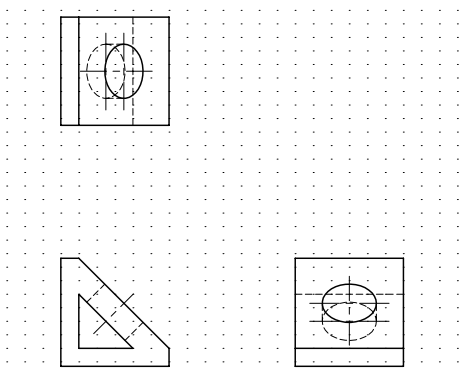
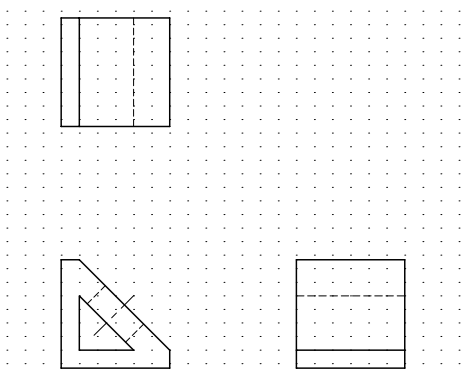

Figure 17-95 *Front, side, and top views*
Figure 17-96 *The ellipses are not visible in the orthographic views*
1. Draw the required orthographic views: the front view, side view, and the top view as shown in Figure 17-95. The circles on the inclined surface appear like ellipses in the front and top views. These ellipses may not be shown in the orthographic views because they tend to clutter them, refer to Figure 17-96.